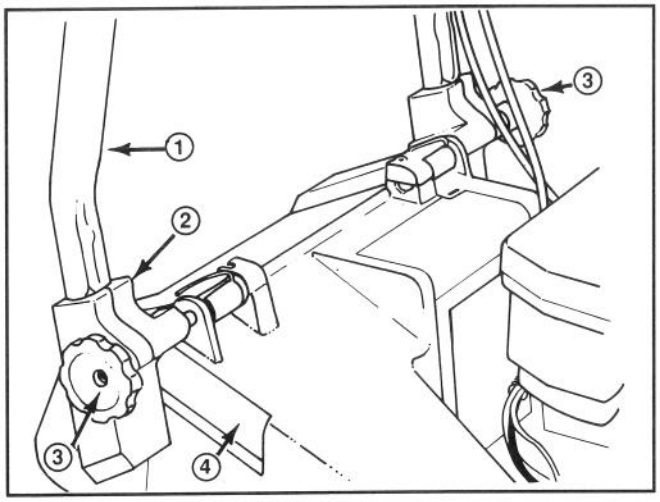
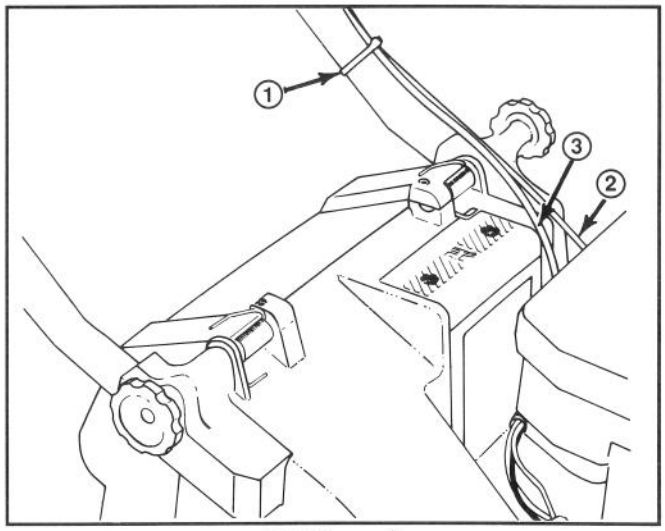

Abbildung 1
Abbildung 2
1. MONTAGE—Drehknöpfe auf der Gestängehalterung lockern (Abb. 1).
3. Die Enden der Griffstange in die Löcher der Gestängehalterung schieben bis sie sicher gehalten werden (Abb. 1). Sicherstellen, daß die Gaszug- und Antriebskabel (selbstgetriebenes Modell) an der Gestängehalterung links oben sind (Abb. 2).
4. Den Griff und die Gestängehalterungen nach hinten schwenken bis die Rastklinken sicher in den Gehäuserasten gehalten werden (Abb. 2).